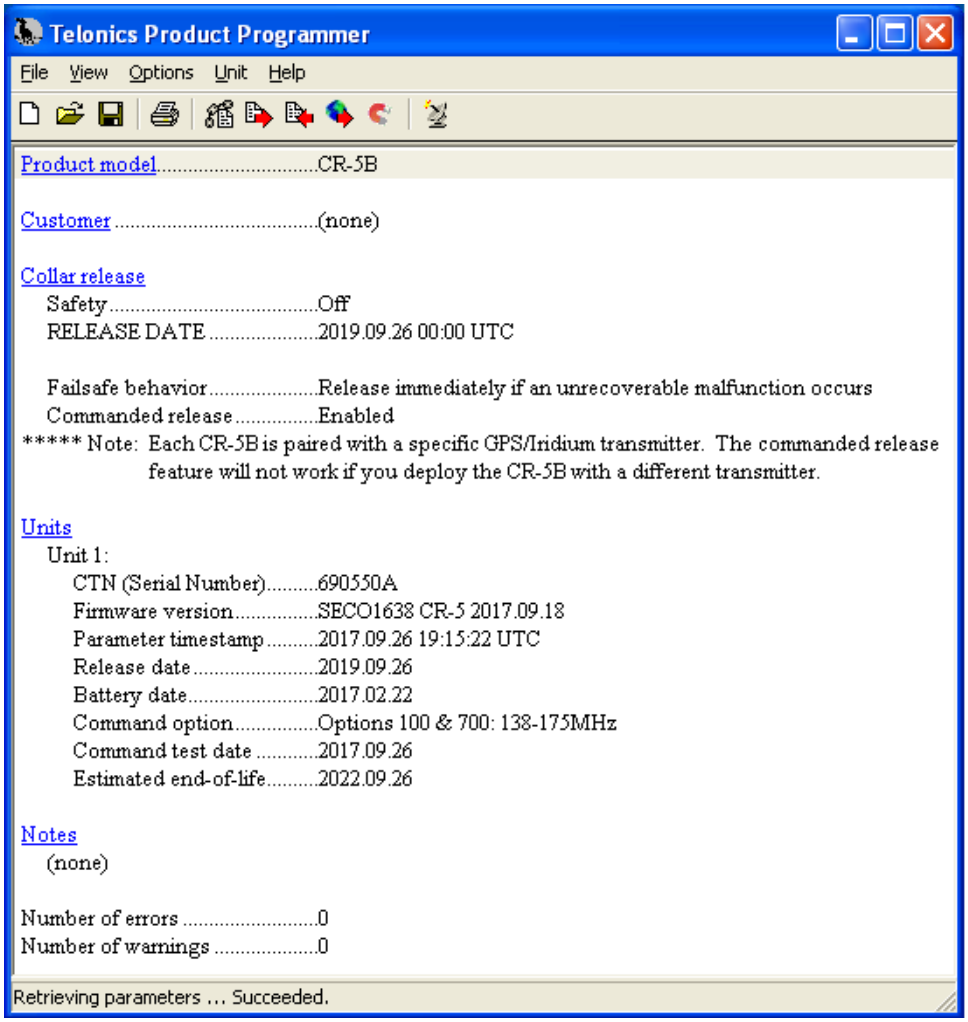
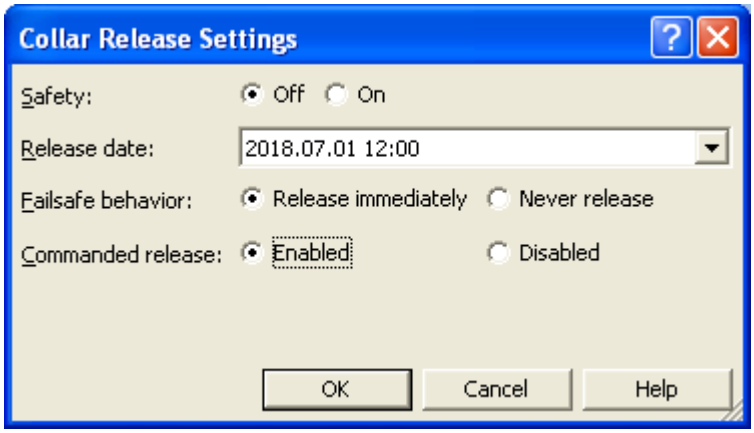

Figure 11
Figure 12
After a successful Retrieve Parameters operation, TPP will display the CR-5 CTN (Serial Number), various manufacturing data, as well as the current release parameters in the main program window (Figure 11).
3. Click the **Collar release** section name in the main window (Figure 11). This will open the Collar Release Settings dialog (Figure 12).
2. Click the **Collar release** section name in the main window (Figure 11). This will open the Collar Release Settings dialog (Figure 12).